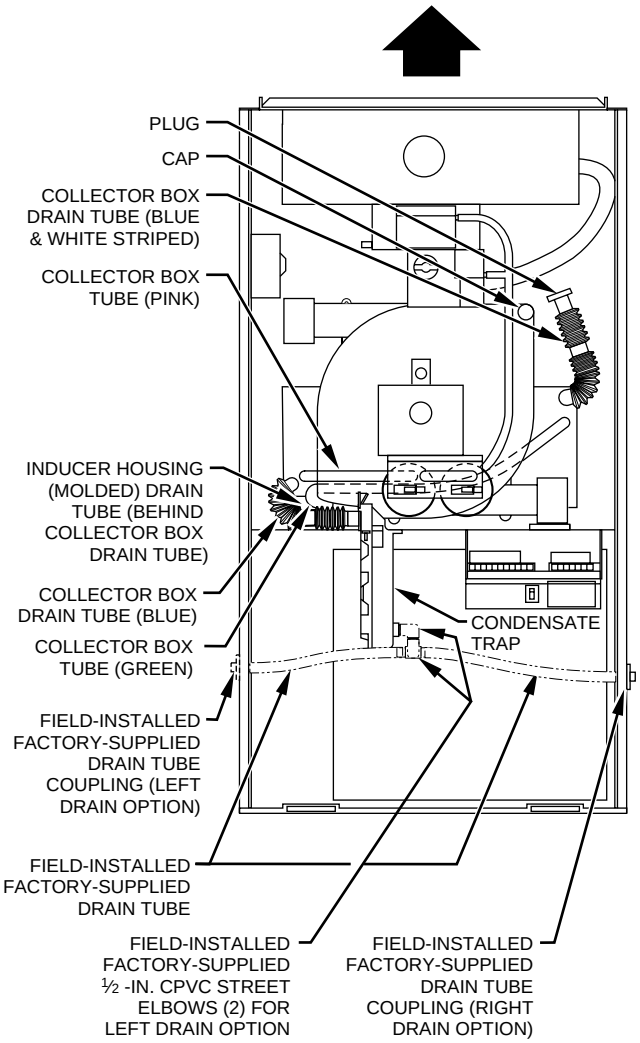

Fig. 7—Factory-Shipped Upflow Tube Configuration (Shown With Blower Access Panel Removed)
Some assembly and modifications are required for furnaces installed in any of the 4 applications shown in Fig. 1. All drain and pressure tubes are connected as shown in Fig. 7. See appropriate application instructions for these procedures.
NOTE: See Fig. 7 or tube routing label on main furnace door to confirm location of these tubes.
e. Cement 2 factory-supplied 1/2-in. street CPVC elbows to rigid drain tube connection on condensate trap. (See Fig. 7.) These elbows must be cemented together and cemented to condensate trap drain connection.
NOTE: See Fig. 7 or 8 or tube routing label on main furnace door to check for proper connections.